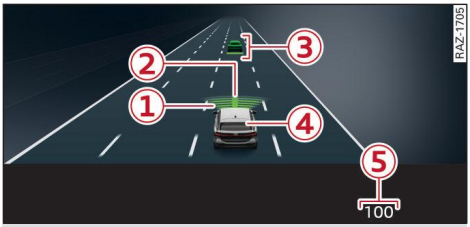

Fig. 107 Instrument cluster: Display with surroundings shown
▸ Press the SET button (2). The set speed will be shown (5) ⇨ *page 186, Fig. 107*.